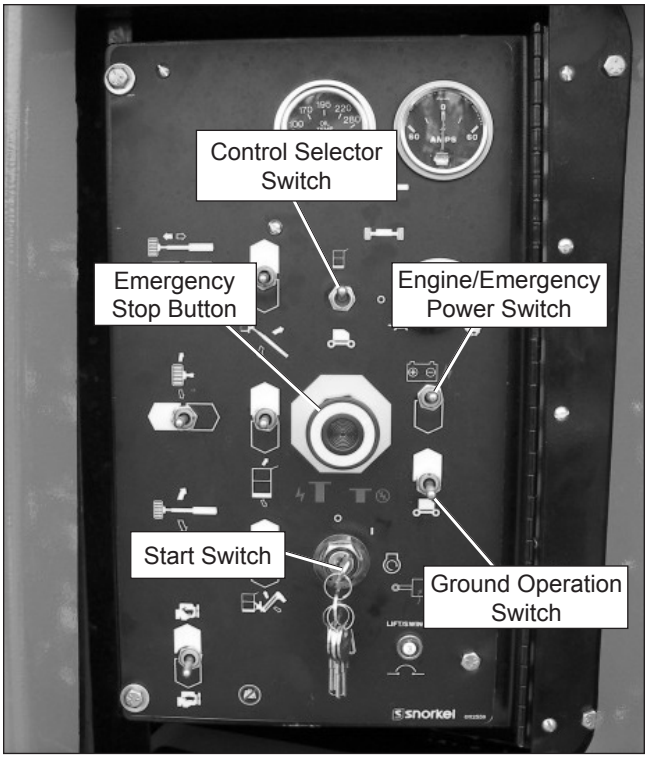

Figure 7.11 – Lower Controls
With no personnel in the platform, test the operation of each control from the lower controls (refer to Figure 7.11).
1. Push the emergency stop button (refer to Figure 7.11) inward to turn off electrical power.
2. Hold the engine/emergency power switch (refer to Figure 7.11) downward and the ground operation switch upward to operate the aerial platform from the lower controls using the emergency power system.